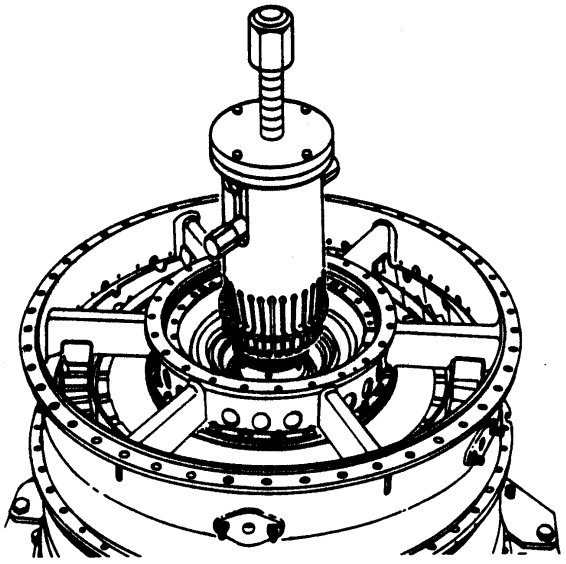

Figure 12. Removing Turbine Front Labyrinth Seal Using 23033003 Puller
r. Cool the bearing journal using dry ice and install 23033003 puller over bearing cage (10). (See figure 12.)